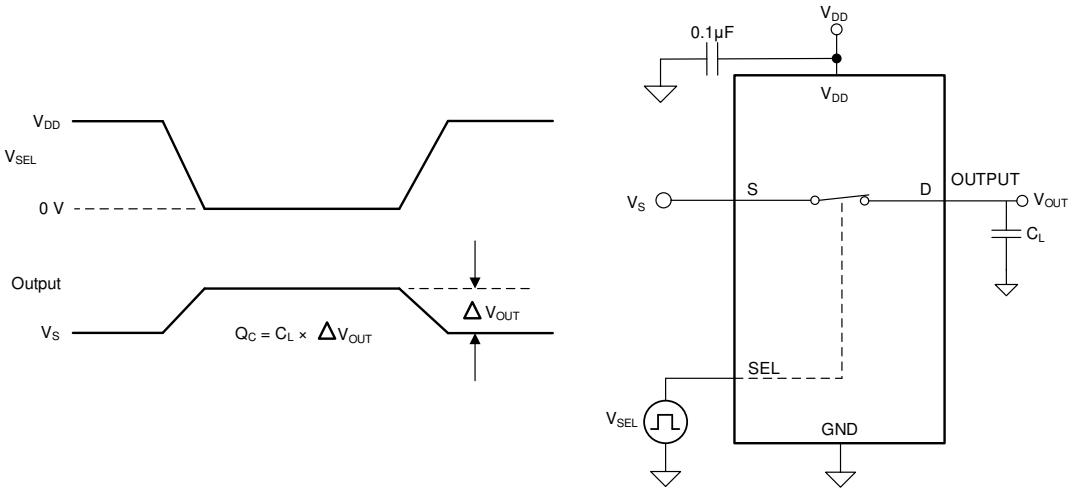

Figure 20. Charge-injection measurement setup
The TMUX110x devices have a transmission-gate topology. Any mismatch in capacitance between the NMOS and PMOS transistors results in a charge injected into the drain or source during the falling or rising edge of the gate signal. The amount of charge injected into the source or drain of the device is known as charge injection, and is denoted by the symbol Q_C. Figure 20 shows the setup used to measure charge injection from source (S) to drain (D).